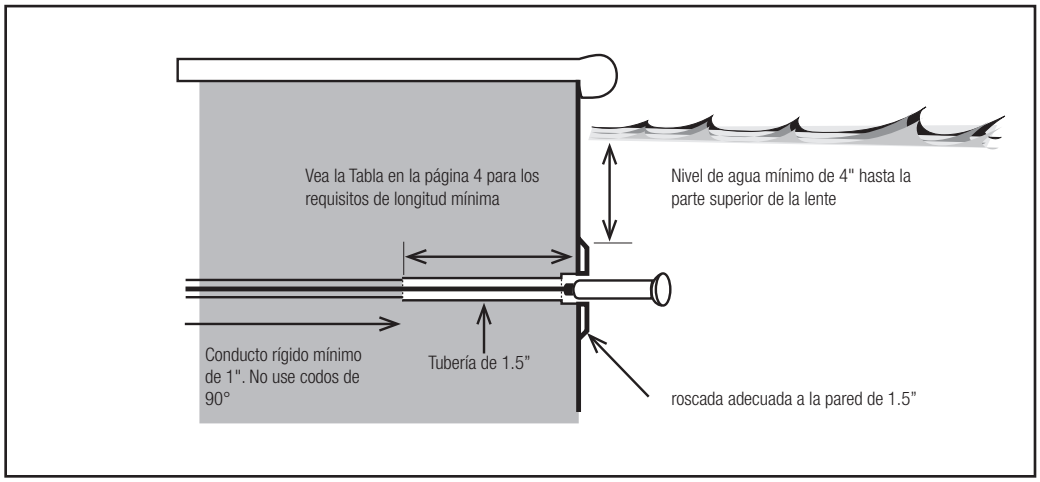

Figura 2: Instalación estándar del reflector sin nicho ARA LED con accesorios de pared de piscina de 1.5”
1. La tubería de 1.5” debe instalarse a través de la viga de unión con una longitud mínima de catorce (14) pulgadas, seguida de un conducto barrido de una (1) pulgada. NO use codos de 90 grados. Se recomienda usar una tubería de 1.5” a través de todo el ancho de la viga de únion. (ver figura 2)